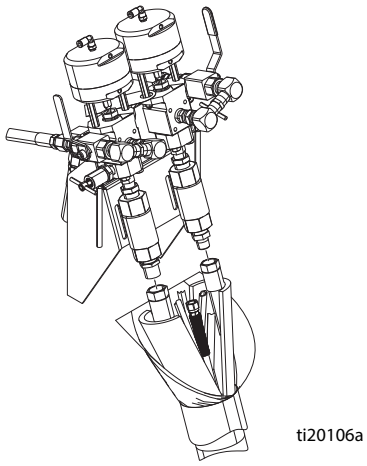

**RYS. 19**
**Systemy 262869 i 262943:** Podłączyć węże A 3/4 cala i B 1/2 cala do odpowiednich zaworów zwrotnych wylotu materiału w przedniej części systemu. Patrz RYS. 19.
**Systemy 24W626 i 262945:** Podłączyć węże A 3/4 cala i B 3/4 cala do odpowiednich zaworów zwrotnych wylotu materiału w przedniej części systemu. Patrz RYS. 19.